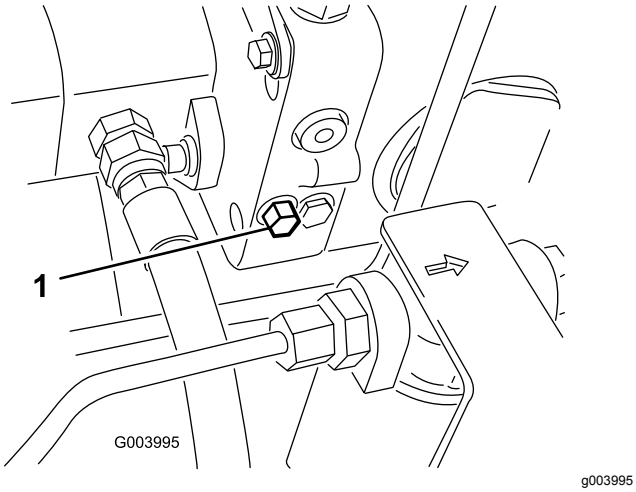

Figuur 69
1. Draai de bout van de omloopklep 1½ slag om deze te openen en de olie inwendig om te laten leiden (Figuur 69).